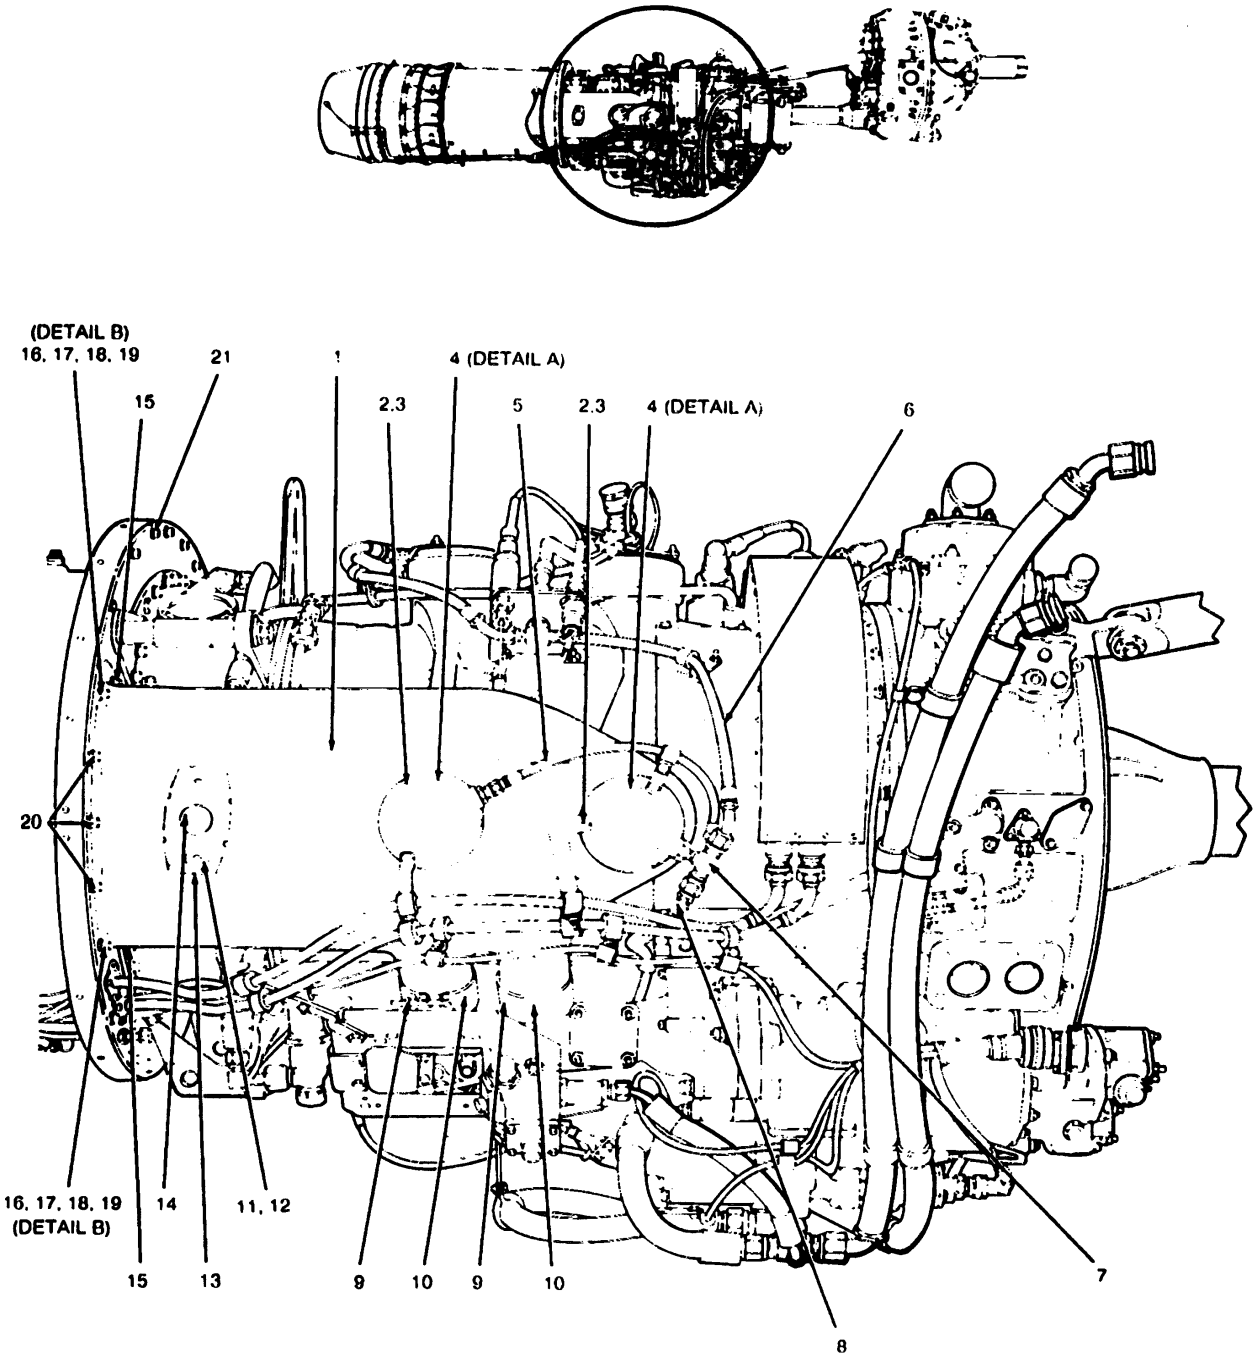

Figure 14. Combination Total Temperature-Pressure Sensor Access (Sheet 1 of 2)
a. Remove lockwire, bolts (11, figure 14), and washers (12) attaching vent tube bracket (13) and vent tube (14) to bleed air collector (1).